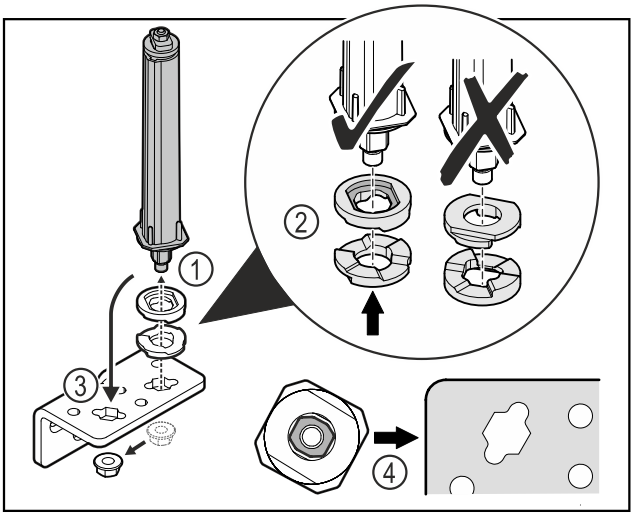

Fig. 36
▶ Soltar la tuerca y retirar el sistema de cierre de la puerta *Fig. 36 (1)*.
▶ Tener en cuenta la orientación correcta de las arandelas de ajuste de altura *Fig. 36 (2)*.
▶ Cambiar la posición del sistema de cierre de la puerta en la escuadra de bisagra y fijar con la tuerca *Fig. 36 (3)*.
▶ Tener en cuenta la orientación correcta del sistema de cierre de la puerta al insertarlo *Fig. 36 (4)*.